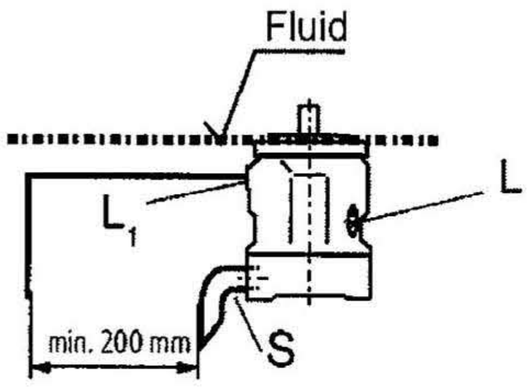

Fig. 1
a) If the minimum fluid level is equal to or above the pump mounting face close port "L"plugged, leave ports"L_1" and "S" open; L_1 piped and recommendation S piped (see Fig.1).